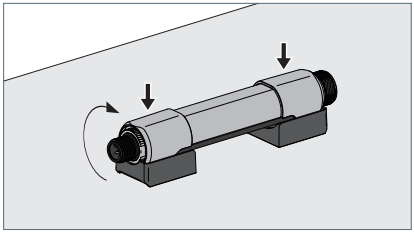

Fig. 9: Montaggio dell'apparecchio.
- ▶ Ruotare l'apparecchio lungo i supporti di almeno 90° in modo che le alette di bloccaggio dei supporti scorrano nelle scanalature delle parti laterali dell'apparecchio, vedi Fig. 9.